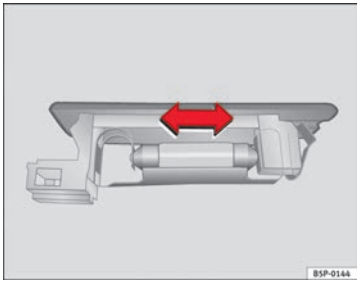

Fig. 200 Luggage compartment light
– Press the bulb sideways and remove it from the housing ⇒ fig. 200. ■